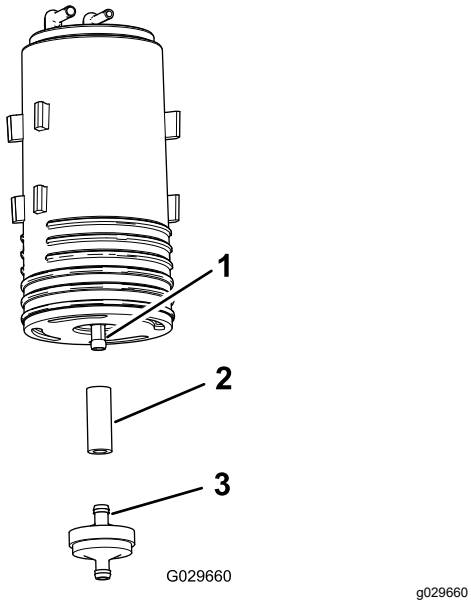

Figur 51
4. Fjern kulfilterbeholderens filter og det korte slangeafsnit fra den nedre fitting på den gamle kulfilterbeholder (Figur 51).
5. Monter slangen på den nedre fitting på den nye kulfilterbeholder (Figur 51).
6. Sæt fittingen til en ny kulfilterbeholder ind i slangen (Figur 51).